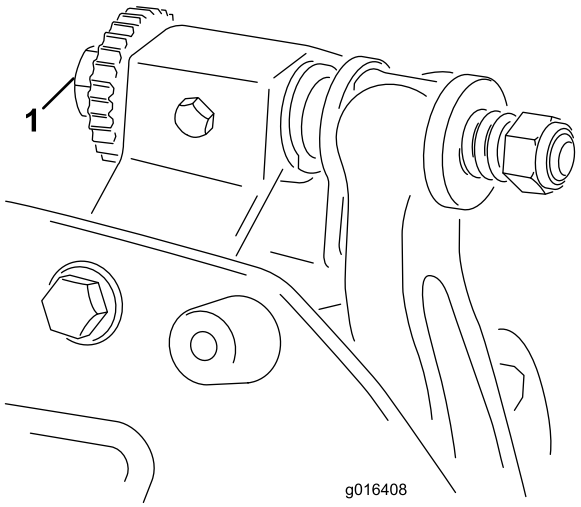

Figura 9
1. Coloque la máquina en una superficie de trabajo plana y nivelada. Asegúrese de eliminar el contacto con el molinete girando los tornillos de ajuste de la barra de asiento en el sentido contrario a las agujas del reloj (Figura 9).